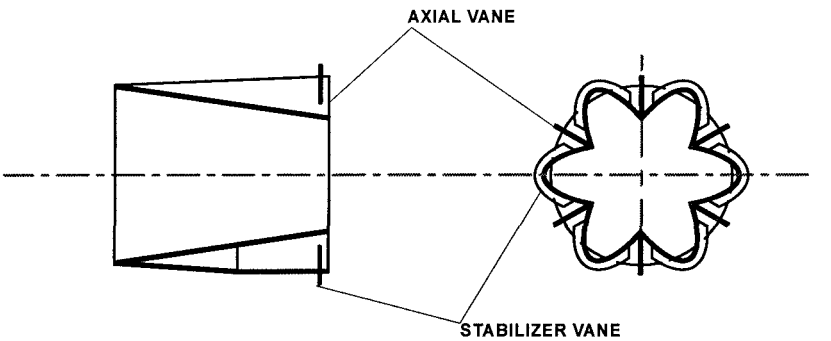

Figure 7.1 Opti-Flow™ Coal Nozzle
- Opti-Flow™ Low NO_x, Flame Stabilization Nozzle: This is the key element for attaining excellent flame stability and minimum NO_x. Figure 7.1, shows the segmented coal nozzle, which has an open design with no obstructions to collect coal. Pressure drop is low, and there are no components in the coal path that are subject to wear, coal accumulation or coking. Excellent flame